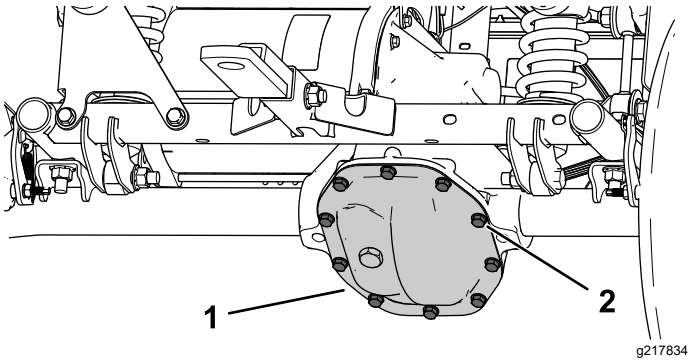

Figuur 50
1. Plaats een opvangbak onder het deksel van de transaxle (Figuur 50).
2. Verwijder de bouten uit het deksel van de transaxle en laat alle vloeistof weglopen (Figuur 50).